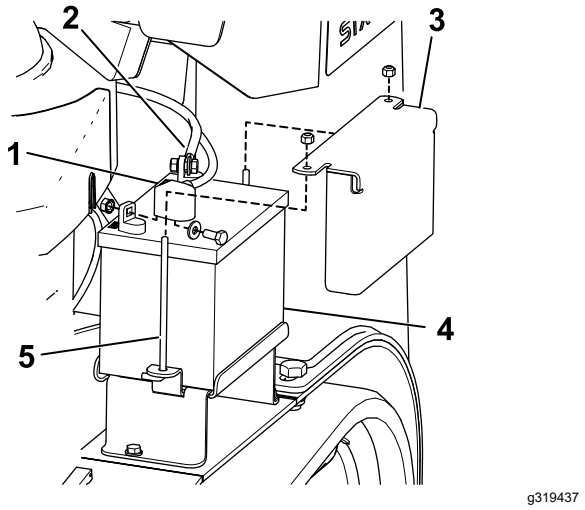

Figuur 41
3. Verwijder het zwarte rubberen kapje van de minkabel. Maak de minkabel los van de minpool (–) van de accu (Figuur 41).
4. Schuif het rode stofkapje voor de accupool van de pluspool (rood) van de accu. Verwijder vervolgens de pluskabel (rood) van de accu (Figuur 41).
5. Verwijder de bevestigingsplaat, de J-bouten en de borgmoeren waarmee de accu bevestigd is (Figuur 41) en verwijder de accu.
1. Gebruik de eerder verwijderde bevestigingsmiddelen om de pluskabel (rood) op de pluspool (+) van de accu aan te sluiten (Figuur 41).
3. Gebruik de eerder verwijderde bevestigingsmiddelen om de minkabel (zwart) op de minpool (–) van de accu aan te sluiten (Figuur 41).
4. Bevestig de accu met de balk en vleugelmoeren (Figuur 41).